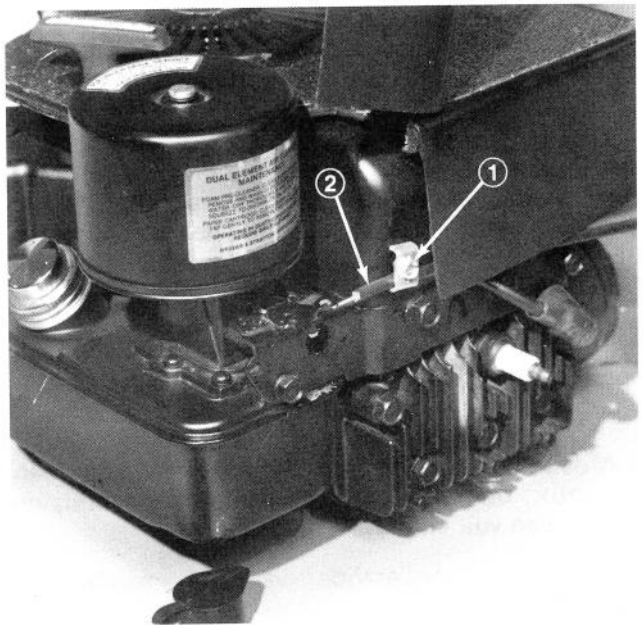

Afbeelding 34
3. Breng de bedieningsarm van de carburator naar rechts totdat het tegen de geaarde klamp komt (Afb. 34). Trek zachtjes aan de gaskabel om speling in de kabel te vereffenen en draai de kabelklemschroef vast om de afstelling in plaats te sluiten.